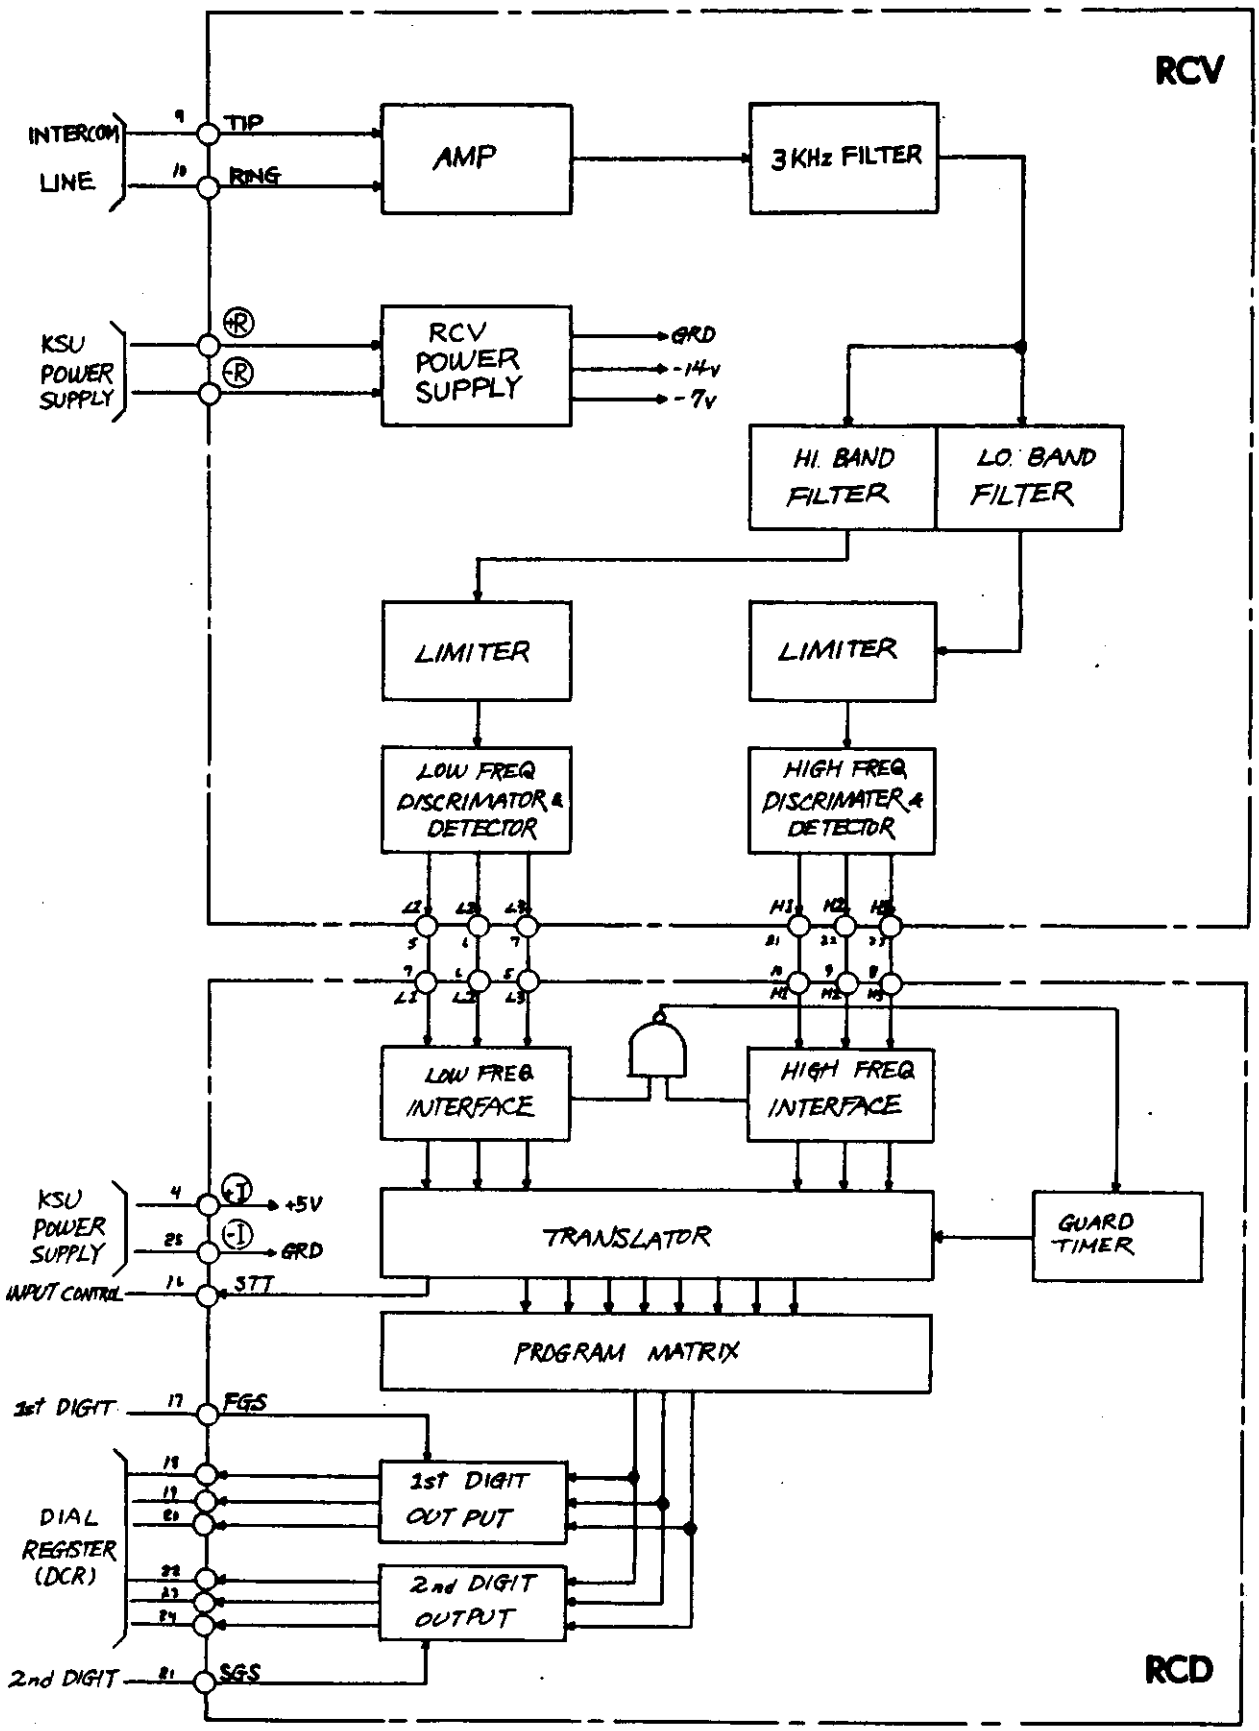

Figure 2 Omega-Tone Receiver (OTRU) Unit
b. The RCV circuit card contains the tone detection and discrimator circuits for the standard MF tone signalling frequencies. The OMEGA-TONE Decoder Circuit Card (RCD) provides the interface and coded outputs to the First and Second Digit Counters on the DCR circuit card. Figure 2 illustrates the OMEGA-TONE Receiver functional diagram.